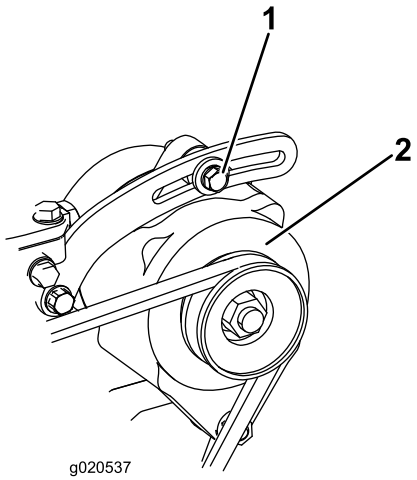

Figur 97
1. Om nedböjningen inte är 10 mm lossar du generatorns fästbultar (Figur 97).